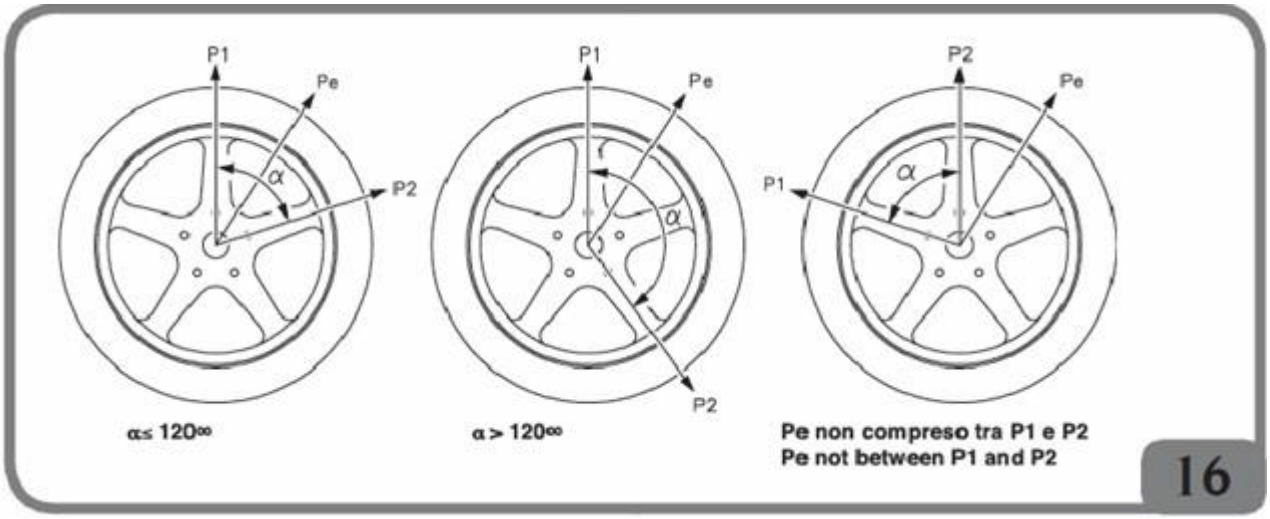

Рис. 16. Условия, необходимые для использования программы «**Скрытых грузов**»
Единственным условием является то, что оба груза и исходный внешний груз Pe должны находиться в пределах угла в $120^0$, как показано на Рис. 16.
3. Выберите пиктограмму «Скрытый груз». Если колесо балансируется на внешней стороне, установка выдает на экран сообщение, показанное на Рис. 16а.
Рис. 16а. Скрытые грузы: ошибка